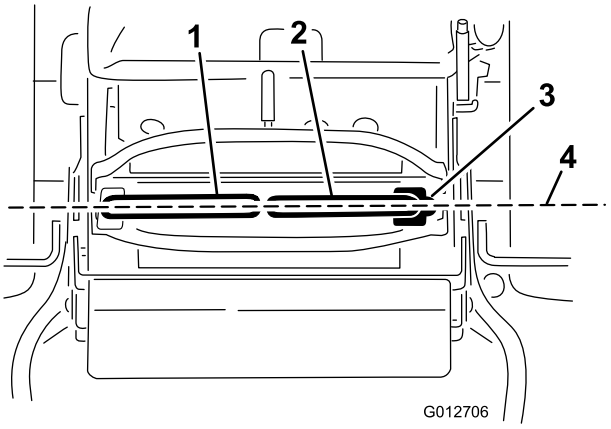

Figuur 70
Belangrijk: Controleer of de sporing van de maaier juist is nadat u de rijhendels hebt versteld. De sprong aanpassen en de uitlijning voor/achter van de rijhendels is dezelfde procedure (Figuur 70).
1. Nadat de horizontale uitlijning is voltooid, moet u de uitlijning voor-achter controleren door de rijhendels naar voren te duwen om eventuele speling in de overbrenging van de rijhendels te verhelpen (Figuur 70).